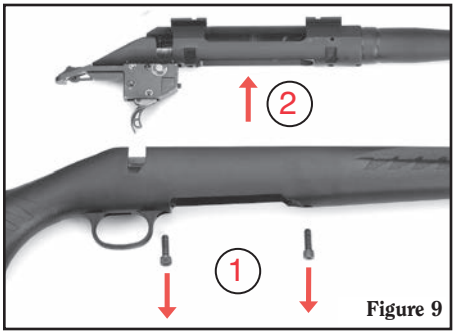

Figure 9
b. Lift the barreled-action out of the stock. (See Figure 9.)